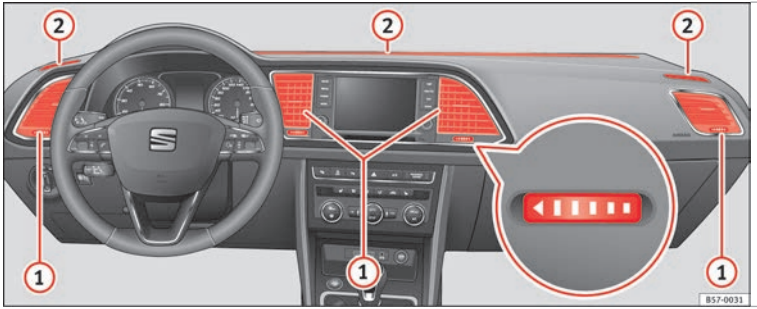

Fig. 163 On the dash panel: air vents
To ensure proper heating, cooling and ventilation in the vehicle interior, air vents ››› **Fig. 163** (1) should remain open.